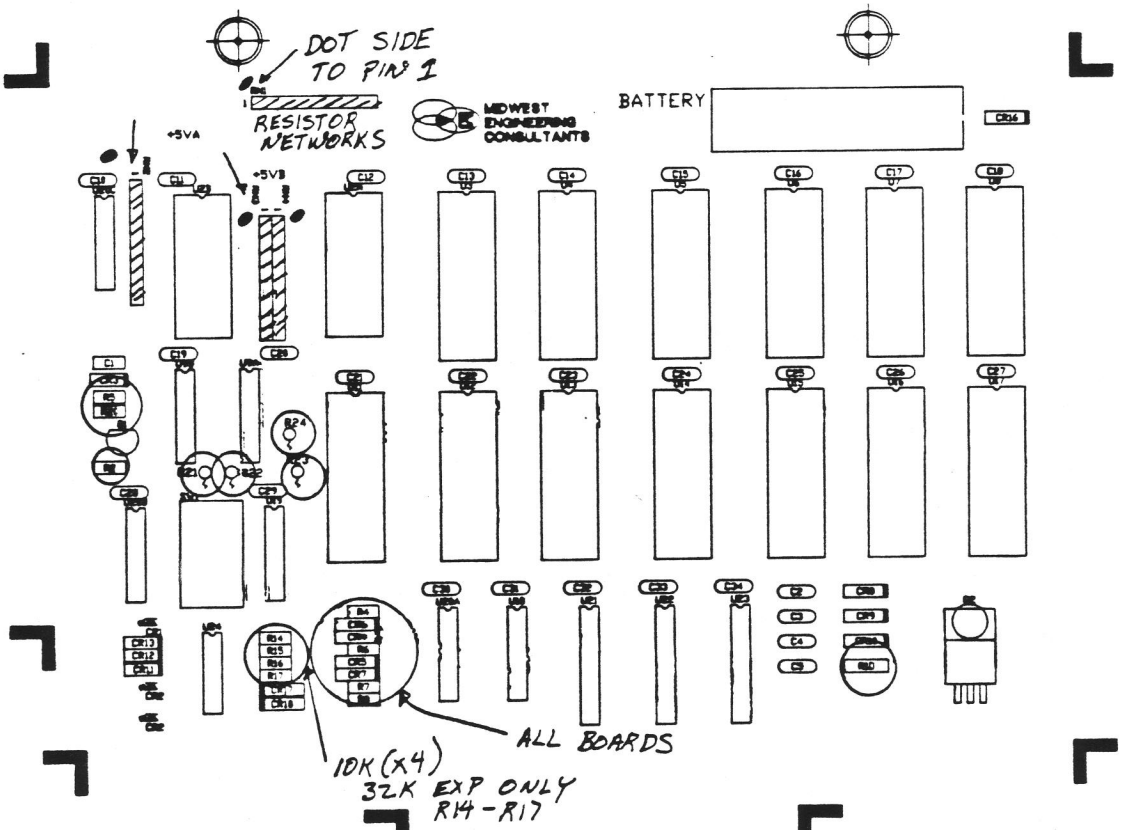

Fig. 4 Res.
D) Put the Resistors in Place (See Figure 4)
E) Insert the Transistors and LED's (See Figure 4)